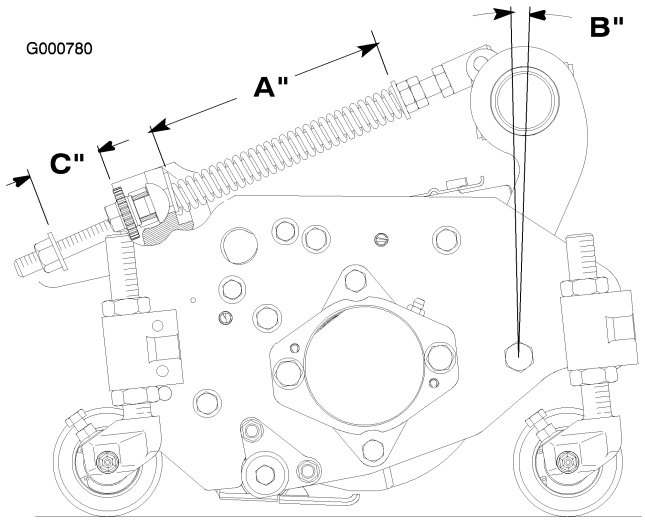

Figur 73
Græskompensationsfjederen (Figur 73), der forbinder bærerammen med klippeenheden, styrer, hvor meget klippeenhederne kan rotere fremad og bagud, samt deres frihøjde over jorden ved transport og drejning.
1. Stram låsemøtrikken på fjederstangens bagende, indtil afstanden (C) mellem bagsiden af fjederbeslaget og forsiden af spændeskiven er 25 mm (Figur 73).
2. Stram sekskantmøtrikken på fjederstangens forende, indtil fjederens sammentrykkede længde (A) er 203 mm (Figur 73).
Bemærk: Ved klipning af ujævn eller bølget grønsvær skal fjederens sammentrykkede længde (A) øges til 216 mm, og afstanden (C) mellem fjederbeslagets bagside og spændeskivens forside skal øges til 38 mm (Figur 73).